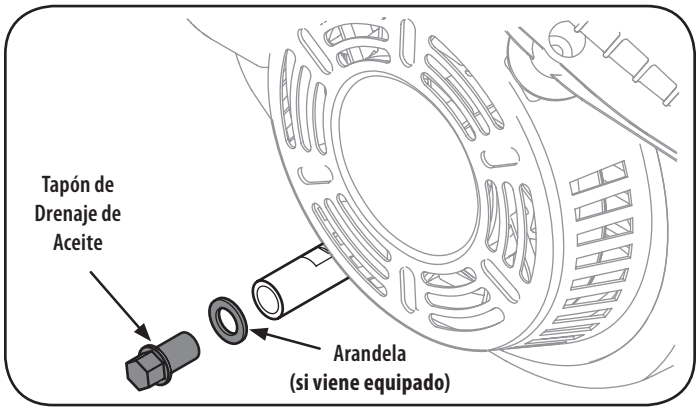

Figura 54
1. Retire la funda de la bujía y utilice una llave para bujías para extraerla. Vea la Figura 54.